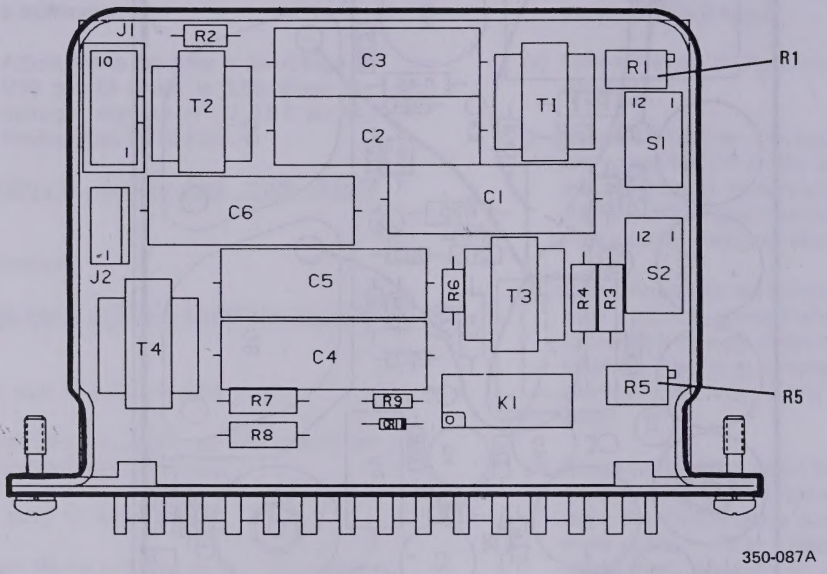

Figure 6-14. Audio Interface PWB Assy
q. AUDIO INTERFACE PWB ASSY A1A16 (figure 6-14).
(1) PATCH Nulling Potentiometer R1